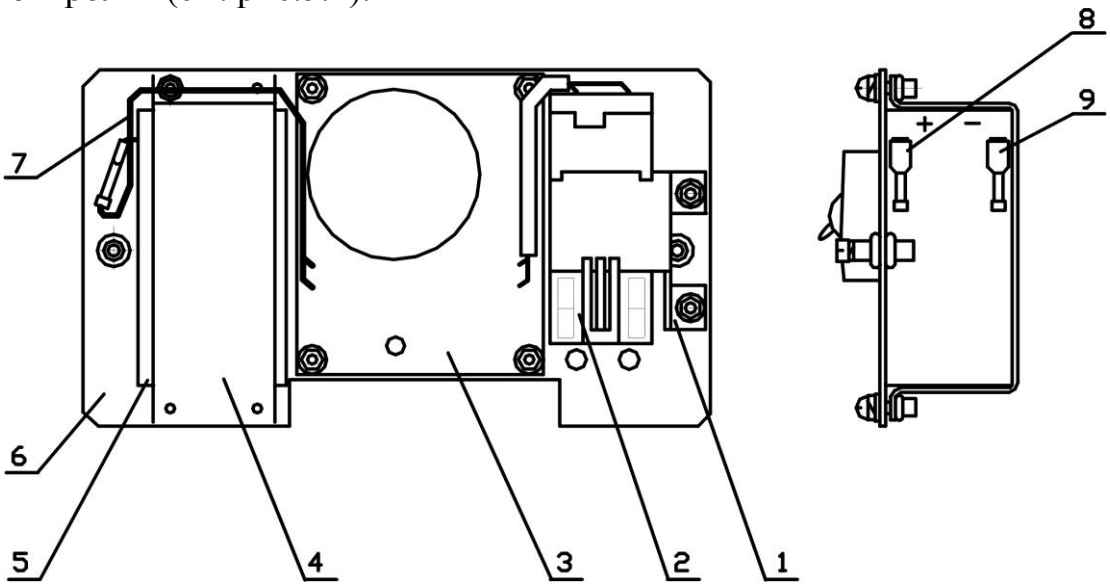

Рис.5.4
(для крепления сетевых проводов), повернув винты на несколько оборотов против часовой стрелки. Выкрутить невыпадающие винты крепления шасси. Пропустить сетевой кабель внутрь ББП через соответствующий ввод и ввести проводники сетевого кабеля отверстия зажимных контактов защитного устройства 2 (см. рис.5.4). Закрепить проводники сетевого кабеля с помощью винтов (под защитной крышкой). Проверить надежность закрепления проводников сетевого кабеля и убедиться, что «зачищенный» участок проводников не выходит за пределы корпуса защитного устройства 2. Надежно соединить наконечник красного цвета 8 с «+» выводом АКБ. Установить шасси в корпус ББП и закрепить его невыпадающими винтами. Приступить к выполнению п.5.5.
5.4 Выкрутить невыпадающие винты крепления шасси. Извлечь шасси из корпуса ББП. Вид шасси с тыльной стороны показан на рис. 5.4.
***На рис. 5.4 обозначено: «1» - скоба крепления устройства защиты; «2» - устройство защиты от поражения электрическим током; «3» - электронный модуль; «4» - АКБ (аккумуляторная батарея); «5» - скоба крепления ББП; «6» - шасси; «7» - кабель для подключения АКБ; «8» - клемма «+» АКБ; «9» - клемма «-» АКБ.***